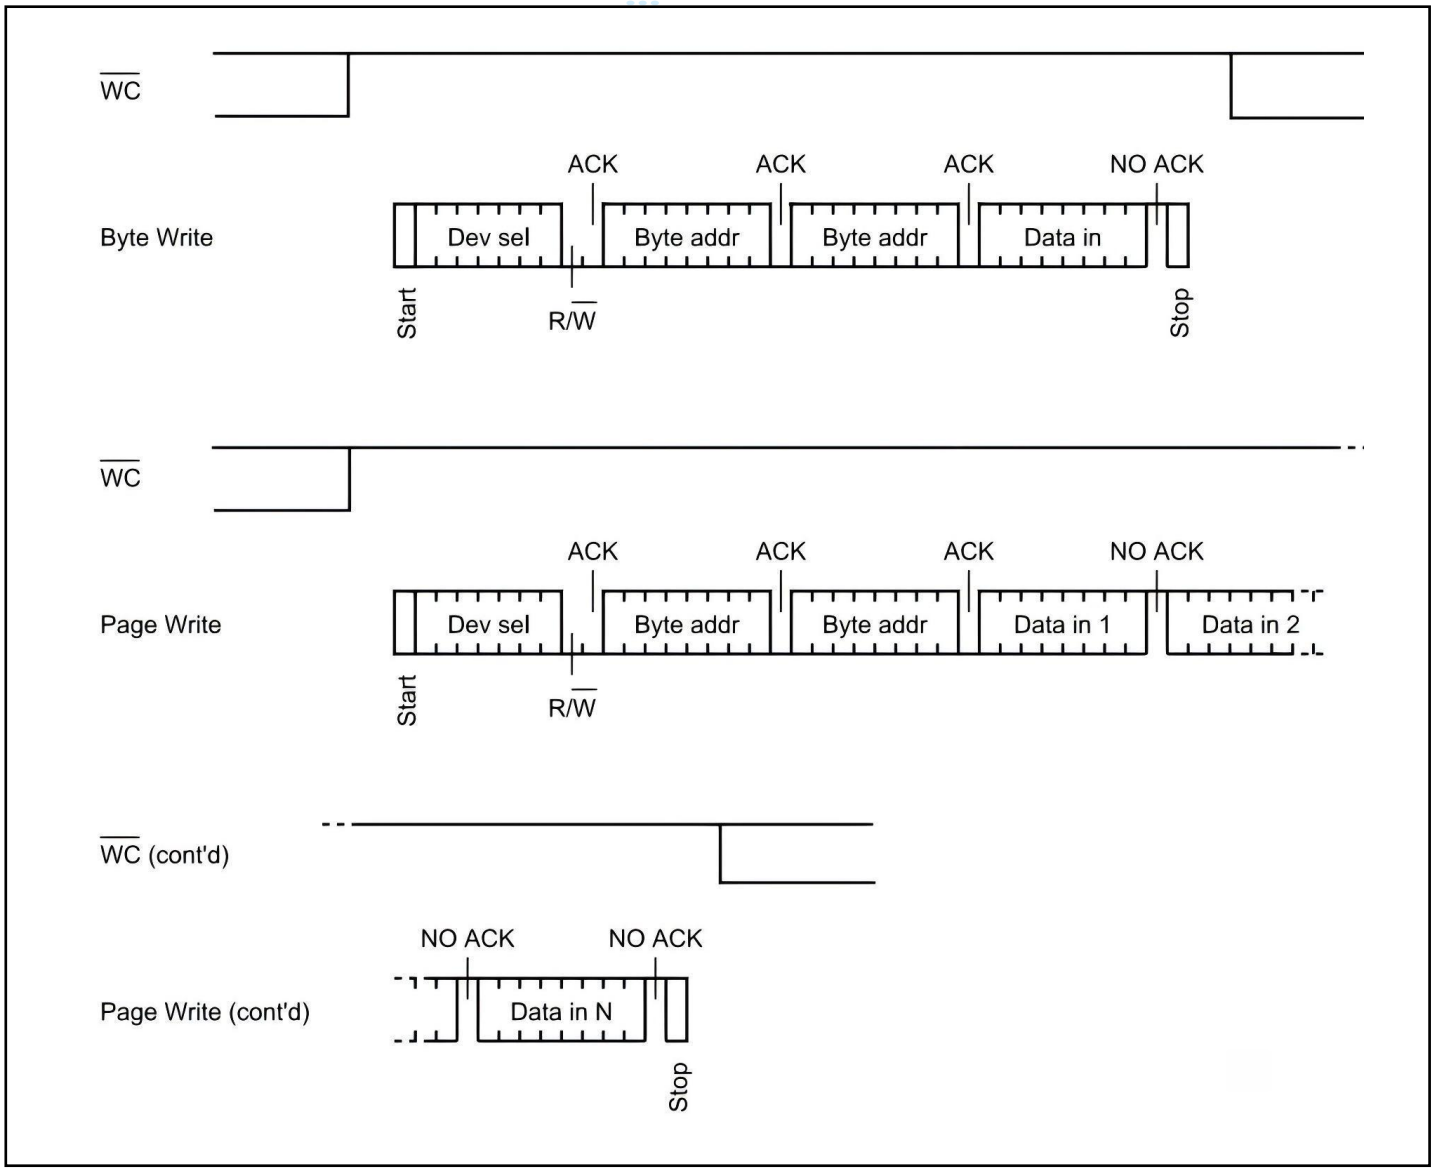

Figure 6. Write mode sequences with WC = 1 (data write inhibited)
If the Write Control input (WC) is driven High, the Write instruction is not executed and the accompanying data bytes are not acknowledged, as shown in Figure 6.
The bus master sends from 1 to 256 byte of data, each of which is acknowledged by the device if Write Control (WC) is low. If Write Control (WC) is high, the contents of the addressed memory location are not modified, and each data byte is followed by a NoAck, as shown in Figure 6. After each transferred byte, the internal page address counter is incremented. The transfer is terminated by the bus master generating a Stop condition.